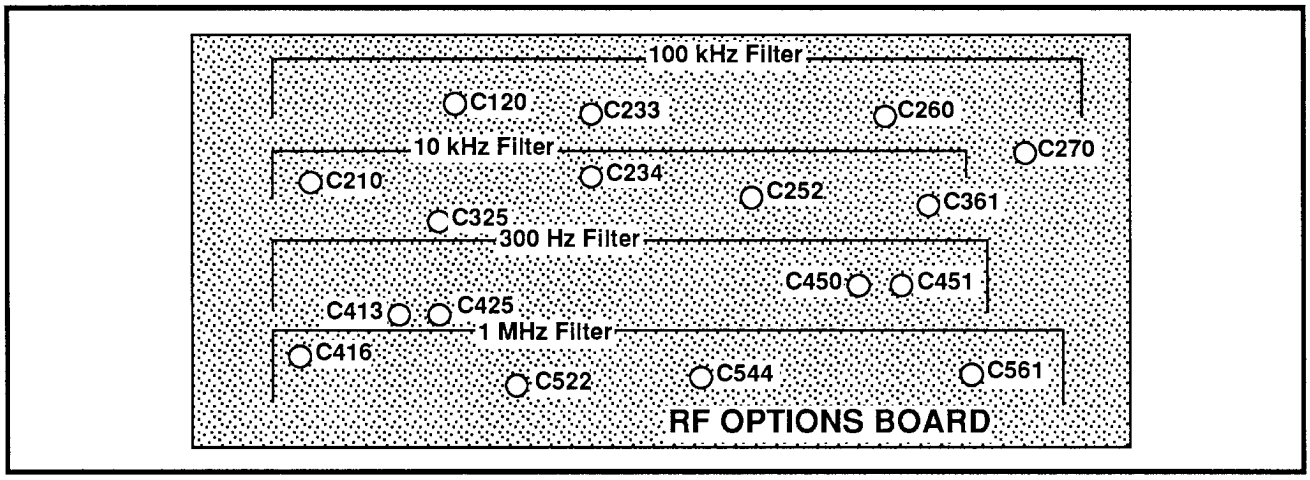

Figure 4-7. Option 14 and 300 Hz Filter adjustment locations.
(5) Save the display in one of the DISPLAY STORAGE registers.
(6) Change the resolution bandwidth to 1 MHz.
(7) Adjust C561, C544, C522, and C416 on the RF Options board (Figure 4-7) for highest amplitude, best filter shape, and centering about the stored 30 kHz filter.
(8) Set the reference level for a full-screen display, and enable the VID FLTR.
(9) Enable bandwidth mode by pressing APPL 9 0 and entering –6 dB, then pressing BKSP and 0.
(10) Check bandwidth shape factor. The bandwidth at the 60 dB down point must not exceed 7X the bandwidth at the 6 dB down point.
(11) Check that the filter amplitude is –20 dBm, ±4 dB.
(12) Disconnect the signal from the RF INPUT.
(6) Adjust C270, C260, C233, and C120 on the RF Options board (Figure 4-7) for highest amplitude, best filter shape, and centering about the stored 30 kHz filter.
(7) Set the reference level for a full-screen display, and enable the VID FLTR.
(8) Enable bandwidth mode by pressing APPL 9 0 and entering –6 dB, then pressing BKSP and 0.
(9) Check bandwidth shape factor. The bandwidth at the 60 dB down point must not exceed 7X the bandwidth at the 6 dB down point.
(10) Check that the filter amplitude is –20 dBm, ±4 dB.
(11) Disconnect the signal from the RF INPUT.